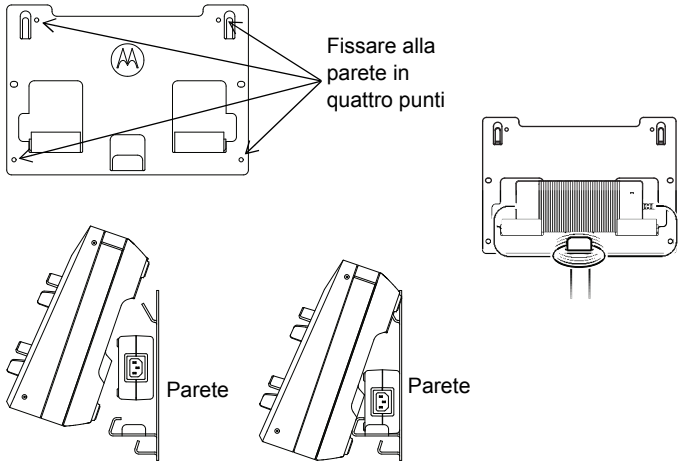

Figura 17: Montaggio del caricabatteria multiunità alla staffa a parete
4. Agganciare il caricabatteria multiunità alla staffa a parete come mostrato nella Figura 17.